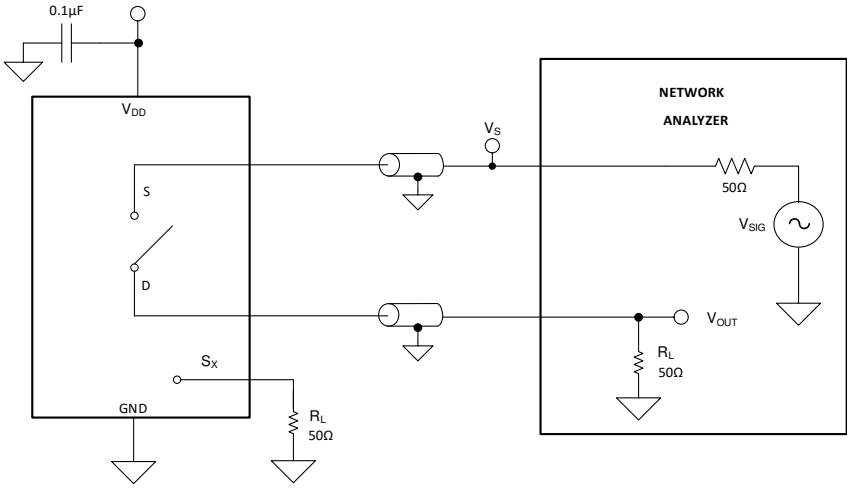

图 14. Off Isolation Measurement Setup
Off isolation is defined as the ratio of the signal at the drain pin (D) of the device when a signal is applied to the source pin (Sx) of an off-channel. 图 14 shows the setup used to measure, and the equation used to calculate off isolation.